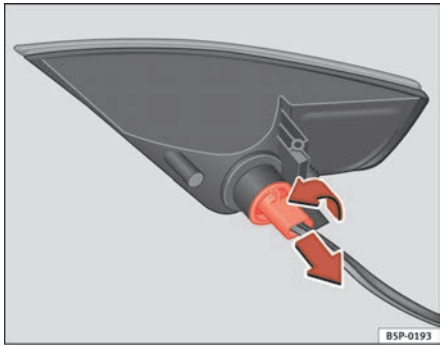

Fig. 195 Rear light after removal from bumper
– Rotate the lamp holder to the left, and remove it in the direction of the arrow ⇒ fig. 195.